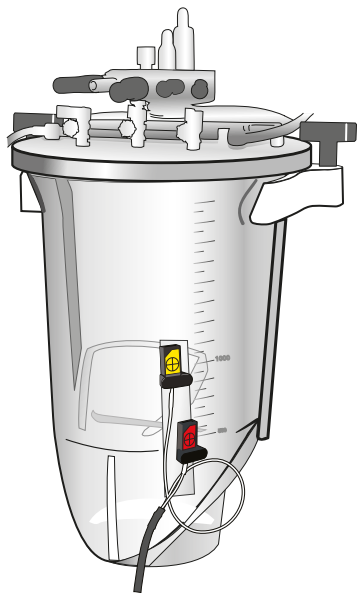

Abbildung 6-3. Anbringen der Pegelsensoren am Reservoir
3. Drücken Sie die Pegelsensoren fest auf das Klebeband. Achten Sie darauf, dass das „Ziel“-Symbol genau auf der vorgesehenen Höhe liegt (Abbildung 6-3).